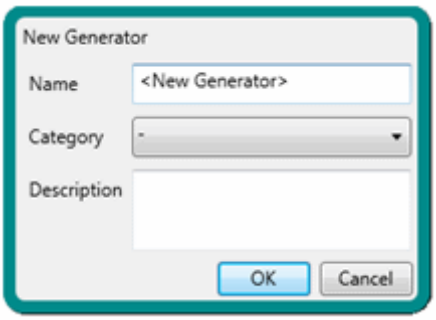

**Figure 23: Create an object using a wizard**
3. In the dialog that appears (Figure 23) enter a name for the new object, and optionally select a category and type a description, then click OK.